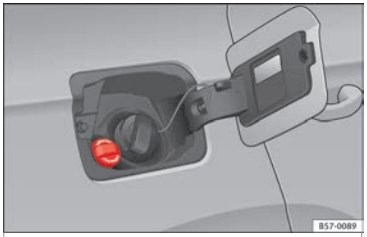

Fig. 222 AdBlue tank cap.
- Open the fuel tank cover ››› Fig. 222.
- Unscrew the SCR filling neck lock cap anti-clockwise ››› Fig. 222.